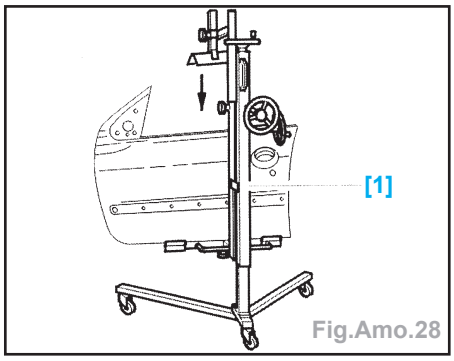
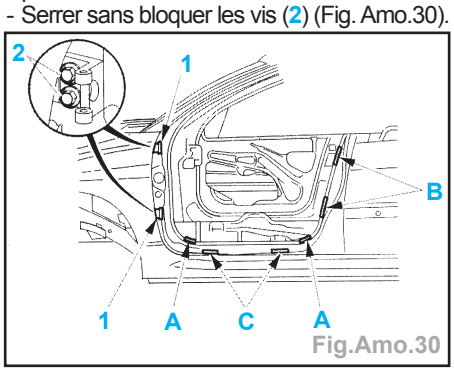

Fig.Amo.28
Fig.Amo.30
Outil : Support de porte (Fig.Amo.28).
- Positionner (Fig.Amo.30) :
- les cales [2] en (A) (cote de 13 mm vers l'extérieur),
- les cales [3] en (B) (cote de 15 mm vers l'extérieur),
- les 2 cales d'appui d'épaisseur 13 mm en (C).
- Mettre en place la porte neuve sur le support (Fig.Amo.28).
- Mettre en place les charnières (1) munies de pions de centrage sur le pied AV.
- Serrer sans bloquer les vis (2) (Fig. Amo.30).